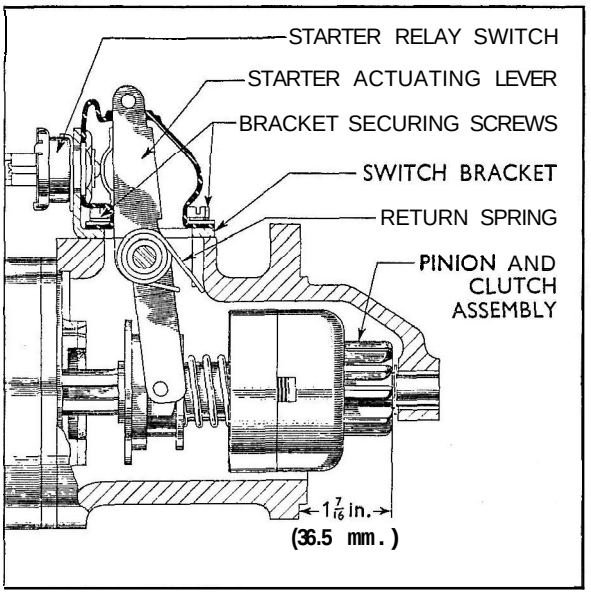

Fig. 4. Diesel Starter Actuating Mechanism in the Operating Position
16. Depress the actuating lever until the distance from the rear face of the pinion teeth to the starter motor mounting flange is $1\frac{7}{16}$ ins. (36.5 mm.) as shown in Fig. 4.